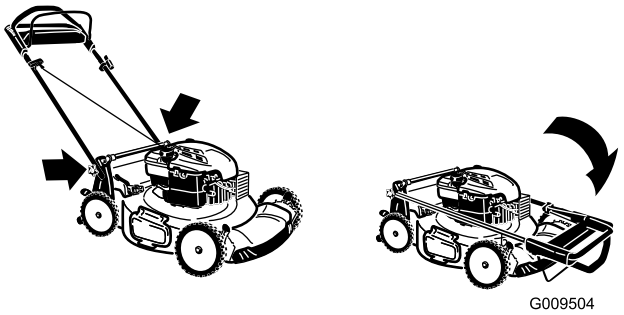

Figuur 33
2. Klap het bovenste deel van de handgreep naar achteren zoals word getoond in Figuur 33.